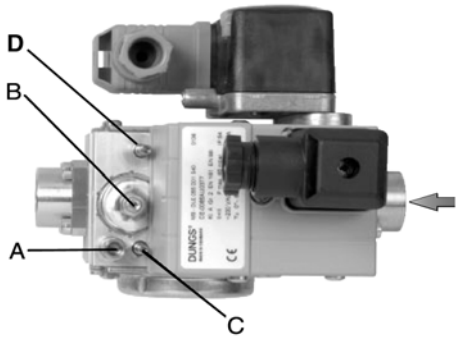
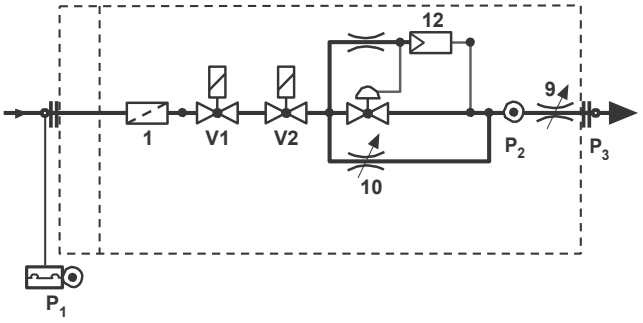

Fig. 8 -**DUNGS MBC 65-DLE**
Fig. 9
A. Raccord de pression P2 (Fig. 9) avant de la vanne D
C. Soupape d'allumage (n.10 sur la Fig. 9)
D. vanne de débit maximum (n.9 sur la Fig. 9)
- Dévisser la vis A (Fig. 8) du point de prise de pression et raccorder le manomètre;
- régler le régulateur de pression au minimum en tournant la vis de réglage B (Fig. 8) dans le sens contraire des aiguilles d'une montre;
- régler la flamme pendant la phase d'allumage à l'aide du by-pass C (voir Fig. 9 n.10). En tournant dans le sens des aiguilles d'une montre, le débit de l'unité diminue, alors qu'il augmente en tournant dans le sens inverse des aiguilles d'une montre. Il est recommandé de ne pas dépasser avec le débit d'allumage, sous peine de l'inefficacité du stabilisateur B (Fig. 8).
Tourner le régulateur de pression jusqu'à ce que le débit souhaité soit atteint à l'aide de la vis de réglage B (Fig. 8) : pour augmenter le débit, appuyer sur le bouton. Tourner la vis dans le sens des aiguilles d'une montre pour réduire le débit, tourner la vis dans le sens inverse des aiguilles d'une montre pour réduire le débit.
La vanne de régulation D du réducteur de débit de gaz principal est complètement ouverte en usine : sa position n'est pas doit être modifié. Une fois tous les réglages effectués, retirer le manomètre et revisser la vis de fermeture A (Fig. 8) dans la chambre de mesure.
Le réducteur de débit de gaz principal D a été complètement ouvert en usine: sa position ne doit pas être modifiée. Une fois tous les réglages effectués, serrer la vis de fermeture A (Fig. 8).dans la prise du manomètre..